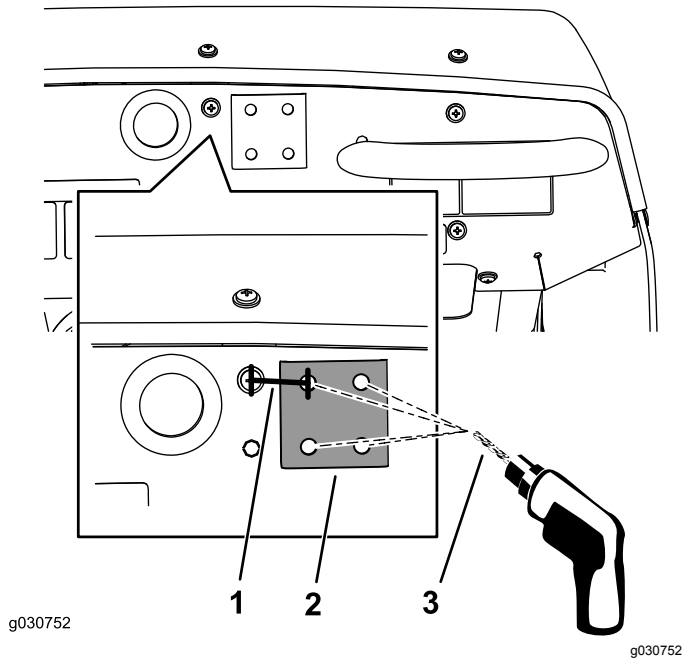

**Figur 151**
1. Ved maskinens instrumentpanel findes instrumentpanelskruen til højre for panelets hulkrans (Figur 151).
2. Til højre for midten af skruen afmåles 33,3 mm, og denne placering markeres med en blyant med en lodret linje (Figur 151).
5. Bor i instrumentbrættet ved udstansningsmærket med et 8 mm bor (Figur 151).
7. Juster afstiverpladen vandret til toppen af instrumentpanelet. Brug afstiverpladen som skabelon, og bor de resterende 3 huller i panelet (Figur 151).